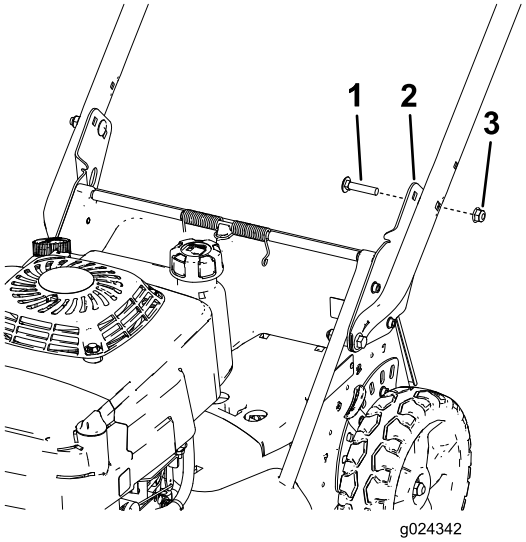

Figur 6
2. Handtagsfäste (2)
6. Använd två vagnskruvar (5/16 x 1–1/2 tum) och två flänsmuttrar (5/16 tum) för att fästa handtaget på handtagsfästena i önskad höjd enligt Figur 6.